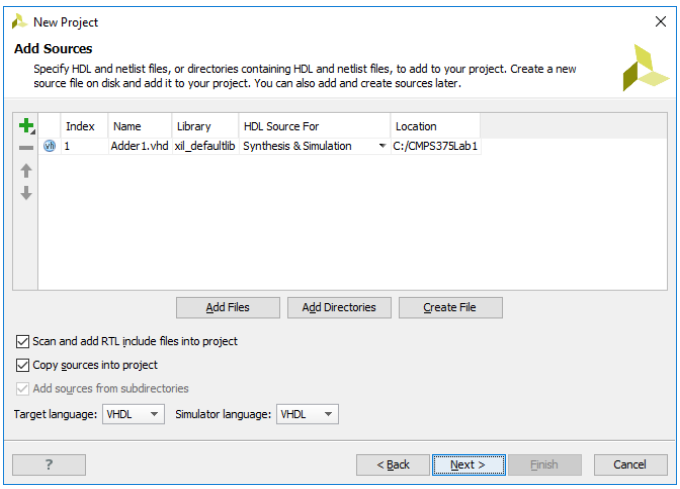

Figure 4. Add Source Form
e. In the *Add Sources* form as shown in Figure 4, click on the *Add File* button, then browse directory, select **Adder1.vhd**.